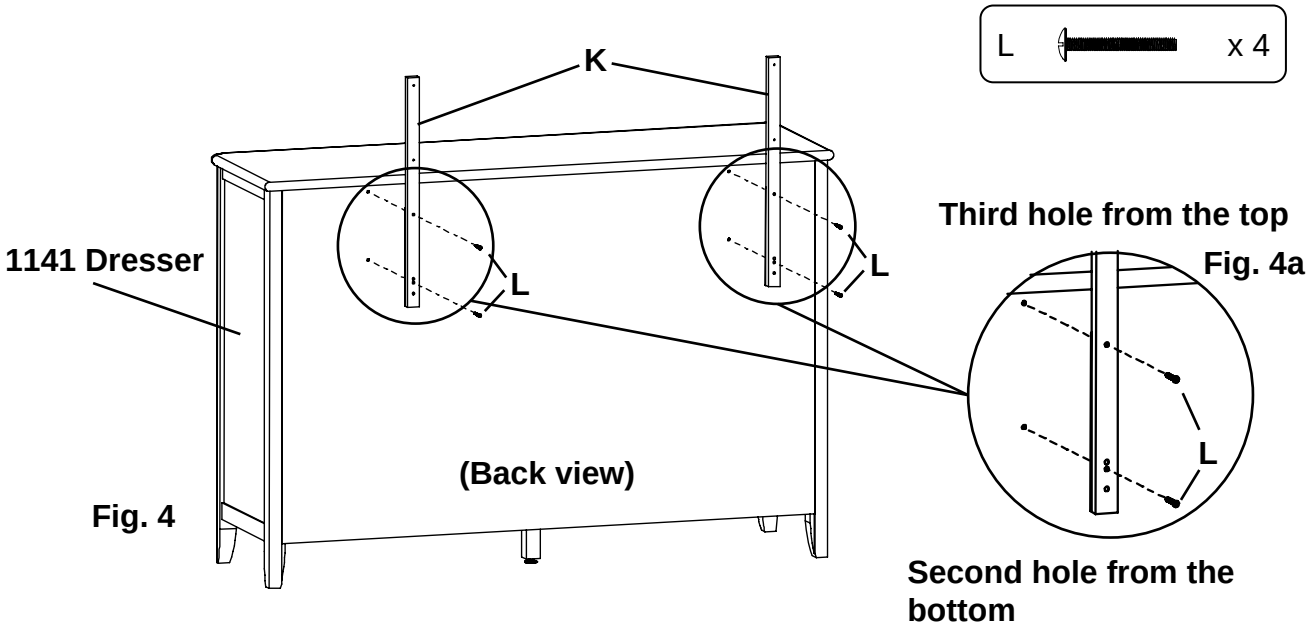

Fig. 4
4. Using the predrilled holes on the back of the Dresser as guides, attach the two Mirror Supports (K) with four M4 x 41 Machine Screws (L). Insert the upper screws into the third hole from the top and insert the lower screws into the second hole from the bottom of the Mirror Supports. See Figures 4 and 4a.